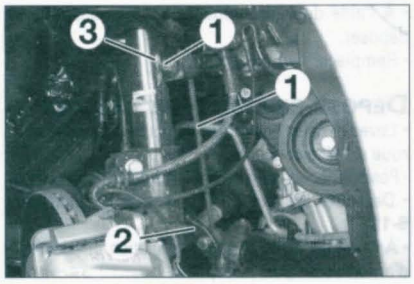

FIGURE 6-3
• Désaccoupler la biellette (1) de barre stabilisatrice (2) sur le corps d'amortisseur (3) **(figure 6-3)**.